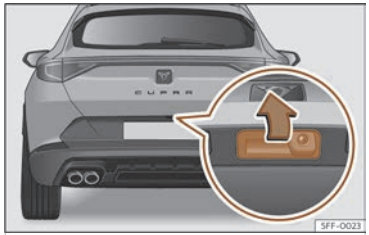

Fig. 75 Porta posterior: obertura des de fora.
- *Obrir*: feu una lleugera pressió a l'agafador. S'obre automàticament. ››› **fig. 75**.